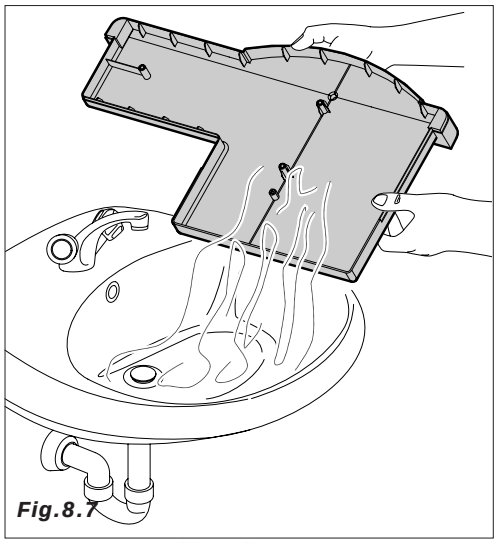

Fig.8.7
– sacar el cubo de residuos para limpiarlo o sustituirlo *(Fig.8.7)*